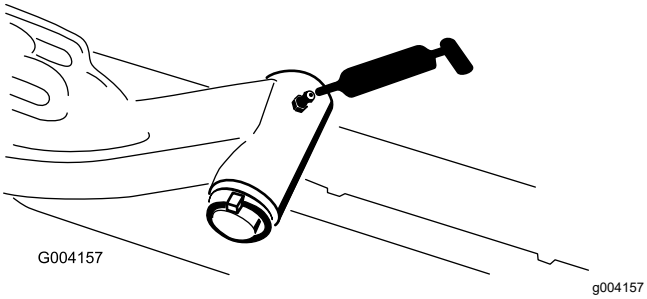

Figur 107
- Løftearmenes drejeaksel (1 hver) (Figur 107)